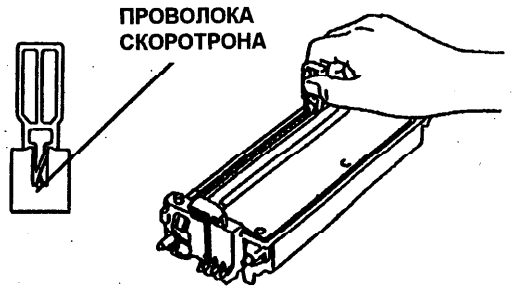

Рис. 13. Скоротрон зарядки
c. Осмотрите или с помощью устройства для очистки очистите скоротрон зарядки (Рис. 13).